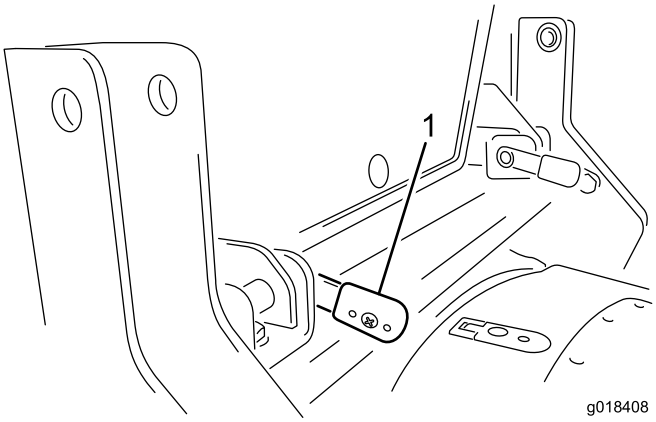

Figure 17
4. When the levers are fully inserted, rotate them backwards to lock them in position (Figure 17).